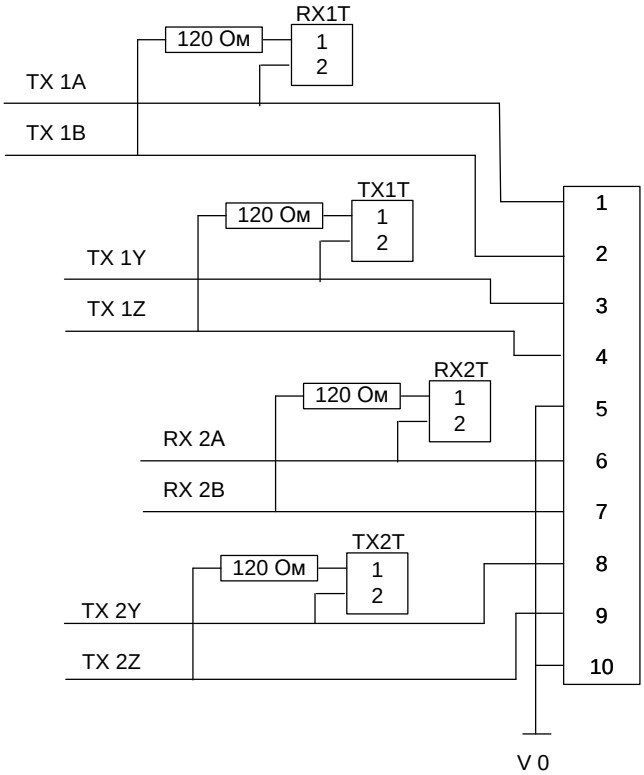

Рис.9 Назначение клемм при подключении интерфейсного модуля RS-422/RS-485/
1.2.6 Интерфейсные модули RS-485/RS-422/ (рис.9) могут быть использованы для организации соответствующих цифровых шин и, в зависимости от конфигурации модуля, разворачивают две RS-422 шины либо четыре шины RS-485. В общей сложности станция управления TX2103 Control Point может управлять двумя модулями такого типа.